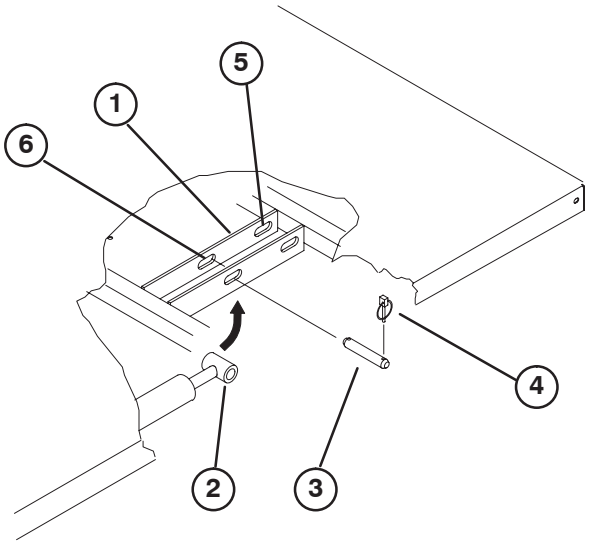

Figure 9
2. Retirez les goupilles à anneau aux extrémités extérieures des axes des tiges de vérins (Fig. 9).